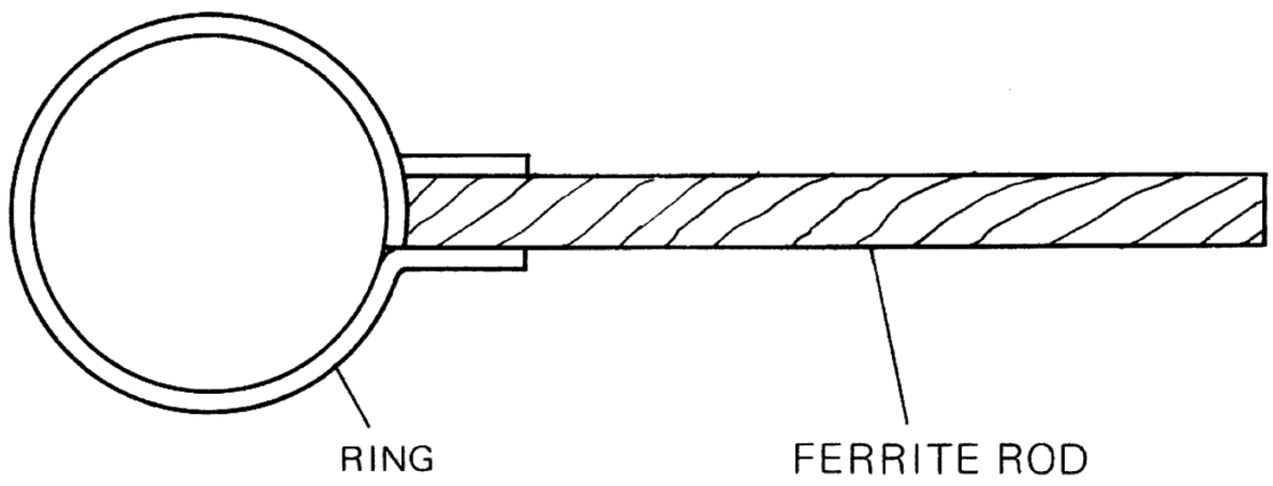

Fig. 6
(2) To check tracking errors, use a jig made up of a copper wire ring and ferrite rod (see Fig. 6). Bring the ring and the ferrite rod alternately close to the ANT Coil and confirm that the sweep waveform is minimized.